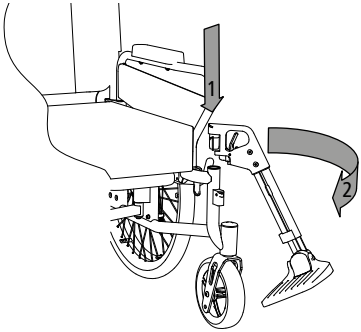

fig. 4
1. Fixer latéralement les repose-pieds par le haut (1, fig. 4) et les basculer vers l'avant (2, fig. 4). Ce faisant, le repose-pied s'enclenche de manière audible.